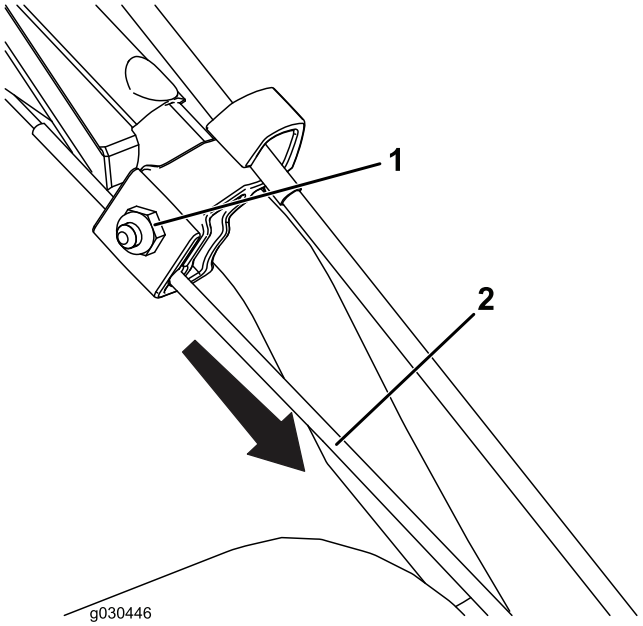

Rysunek 25
1. Poluzuj nakrętkę na górnym zacisku linki (Rysunek 25).
2. Naciągnij linkę, aby znacznie zmniejszyć luz (Rysunek 25).
3. Dokręć nakrętkę (Rysunek 25).